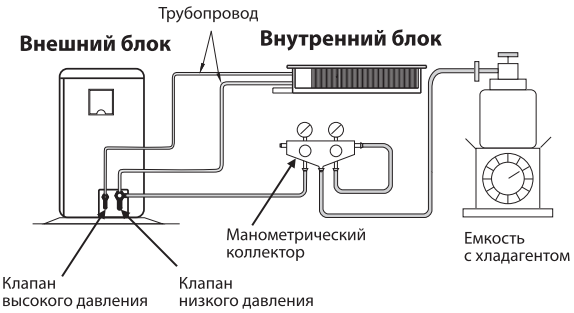

Рисунок 36 - Схема дополнительной заправки хладагентом
• Внешний блок кондиционера заправлен количеством хладагента, достаточным для трассы длиной до 5 м. Если длина трассы превышает 5 м, необходима дополнительная заправка хладагентом (см. рисунок 36).